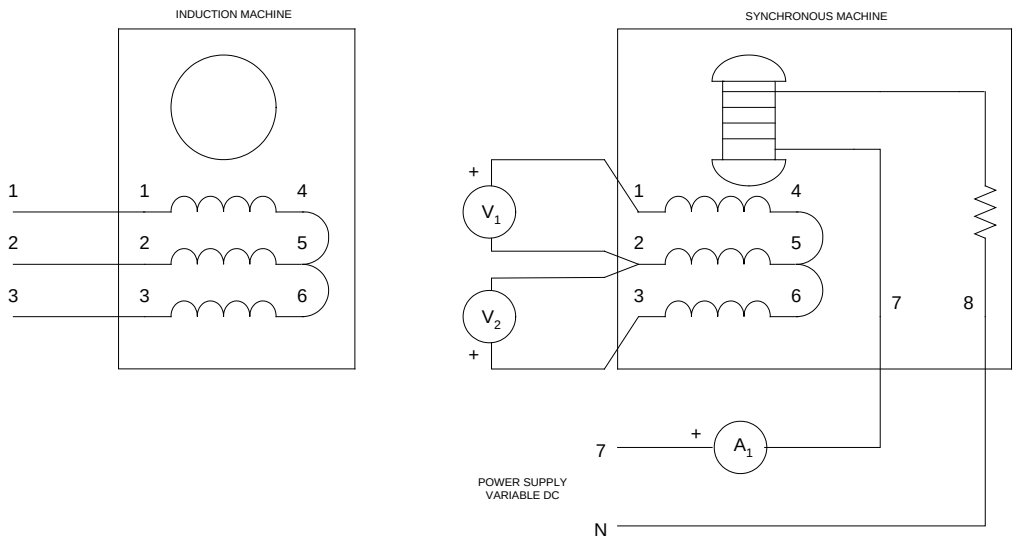

Figure1. Open-Circuit Characteristic
1. Connect the circuit shown in Figure 1.